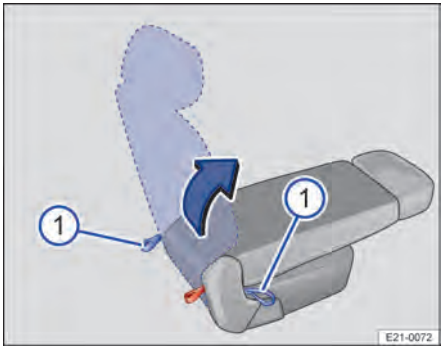

Fig. 71 Segunda fila de asientos: abatir o levantar el respaldo del asiento.
4. Tire de uno de los lazos → Fig. 71 ①, hacia atrás del situado detrás del asiento o hacia delante del situado en un lateral, y manténgalo en esa posición. Abata el respaldo un poco hacia delante y suelte el lazo.
1. Tire de uno de los lazos → Fig. 71 ①, hacia atrás del situado detrás del asiento o hacia delante del situado en un lateral, y manténgalo en esa posición. Levante un poco el respaldo y suelte el lazo.